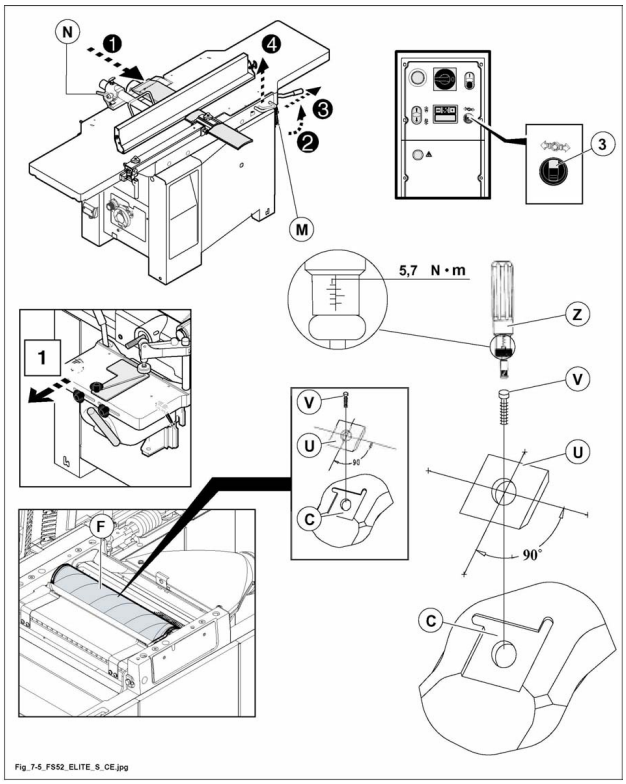

Fig. 7.5
allentare la maniglia (N fig. 7.5) e spostare la guida filo tutta avanti; riserrare la maniglia (N fig. 7.5).
- Sbloccare la maniglia (M fig. 7.5).
- Sbloccare il freno motore ruotando il selettore (3 fig. 7.5) su .
- Ruotare l'albero pialla (F fig. 7.5) fino a portare la placchetta da sostituire in una posizione facilmente raggiungibile.
Svitare la vite di fissaggio (V fig. 7.5) ed estrarre la placchetta utensile (U fig. 7.5).
Pulire la superficie di appoggio (C fig. 7.5) per evitare che un accumulo di polvere faccia spessore.
Inserire la vite di fissaggio (V fig. 7.5) ed utilizzare una chiave dinamometrica (Z fig. 7.5) per serrarla.
- Bloccare il freno motore ruotando il selettore (3 fig. 7.5) su .